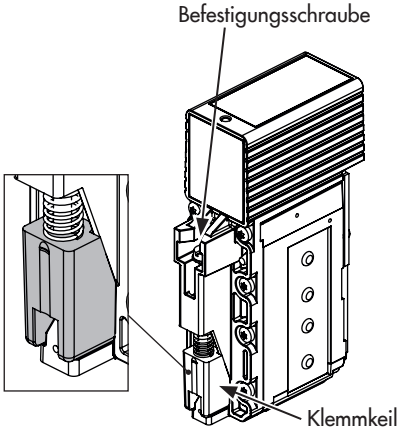

Bild 28: *Klemmkeil zur Befestigung*
3. Klemmkeil ganz nach unten drehen (vgl. Bild 28).